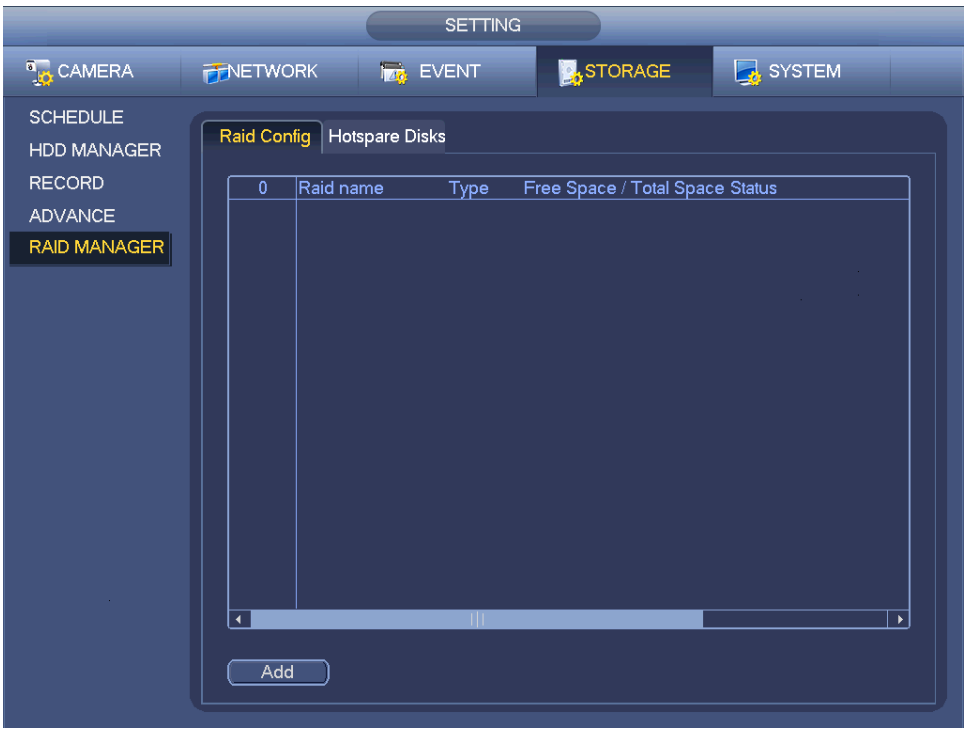

Figure 4-195
Step 4 Click the Set button after the period, you can set valid period to use current account. See Figure 4-195.